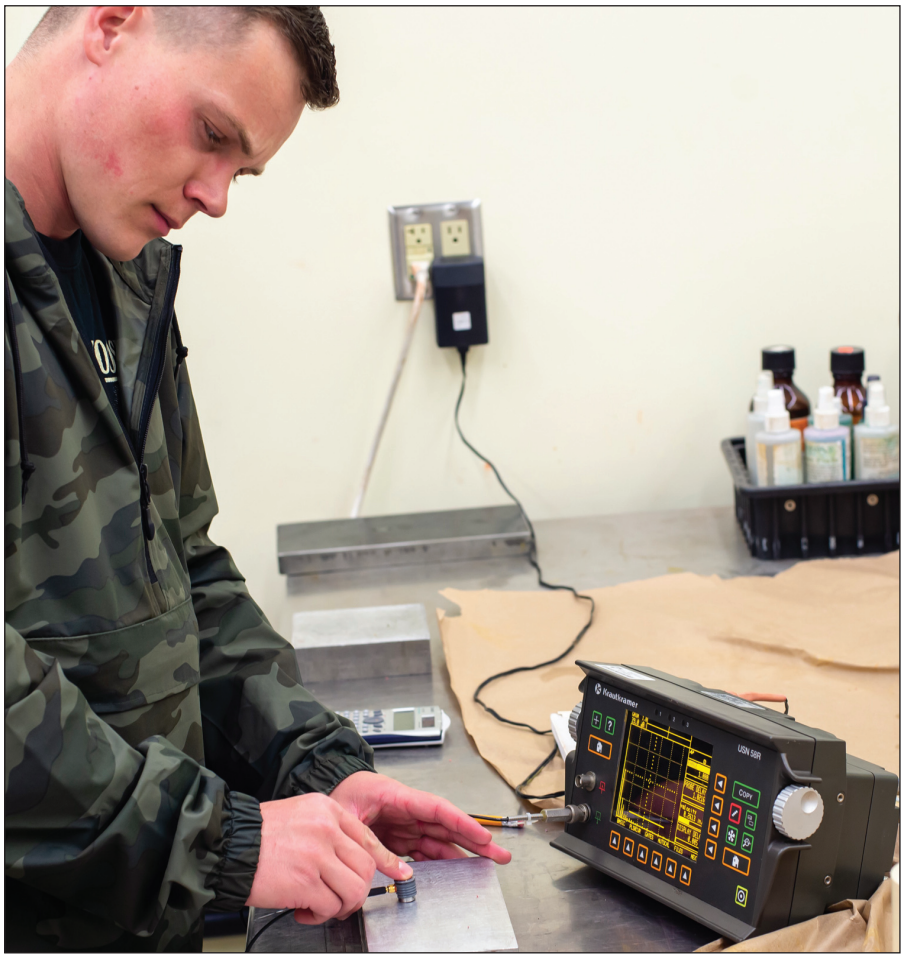

Fig. 4 — Student Dirk Brown searches for anomalies in a lab test block using the UT method.
In the ultrasonic examination (UT) labs, students use the latest equipment to acquire skills in shear wave detection of subsurface material flaws and weld defects. Students learn the science behind how this inspection method works as well as how to set up and calibrate the various transducers and UT units in the laboratory — Fig. 4.